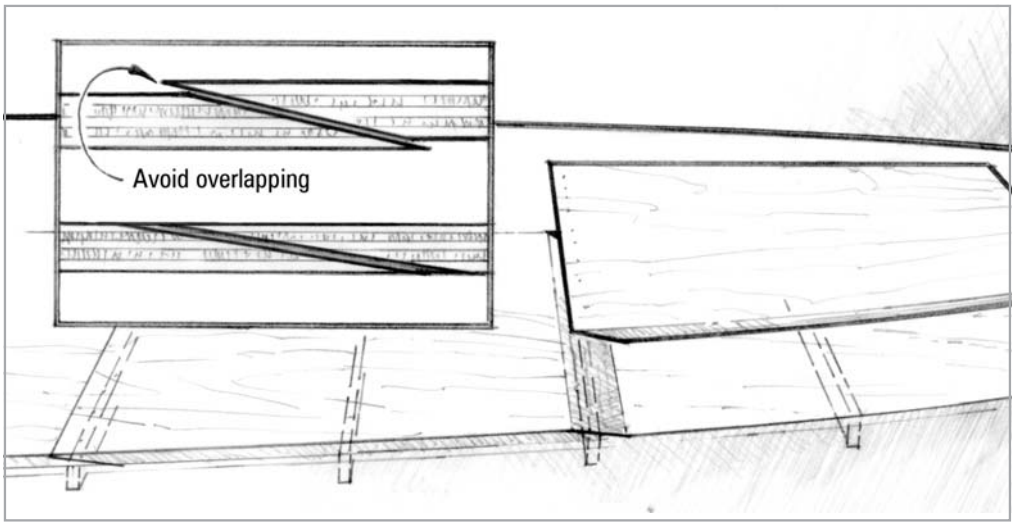

Figure 5-14 *Plan the panel layout so that scarf joints will fall over beams for better clamping.*
1. Prepare plywood panels, scarf joints and beam surfaces. Plan the panel layout and order of assembly so that the scarf on the following sheet lies *over* the scarf on the previous sheet *(Figure 5-14)*.